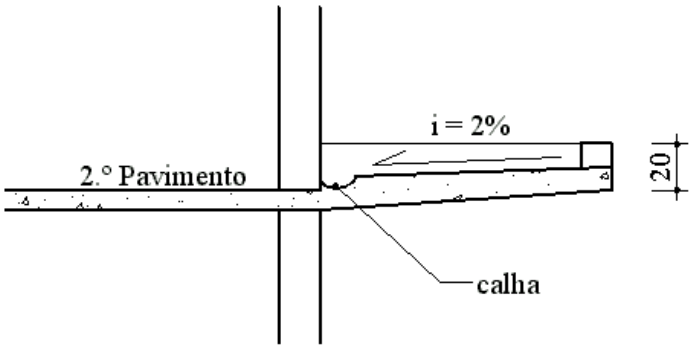

FIGURA 44
C.2.10) Marquise: Marquises cortadas devem possuir inclinação em direção à fachada do edifício, calha, platibandas ou outros elementos que evitem lançamento das águas pluviais no recuo frontal (FIGURA 44).